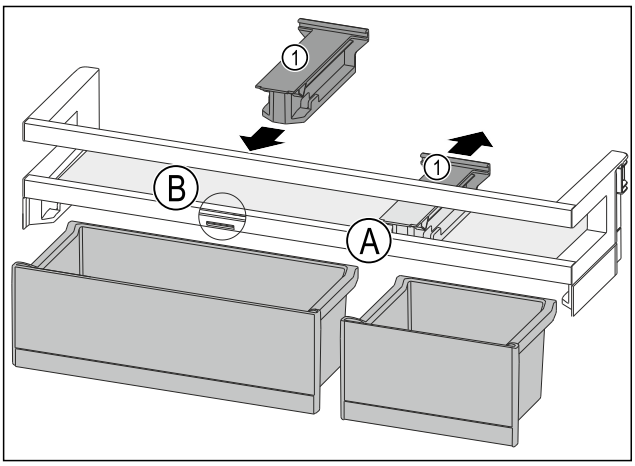

Fig. 158
▶ Noņemiet atbalsta daļu *Fig. 158 (1)* pozīcijā *Fig. 158 (A)* uz aizmuguri.
▶ Ievietojiet atbalsta daļu *Fig. 158 (1)* pozīcijā *Fig. 158 (B)*.